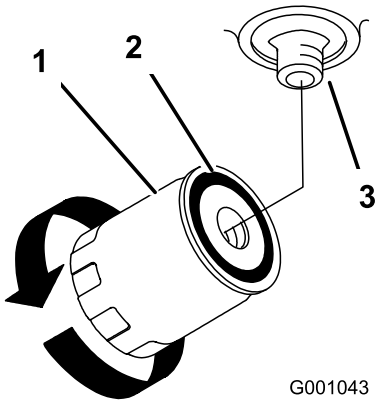

Figur 69
3. Stryk på ett tunt lager hydraulolja på utbytesfiltrets gummipackning (Figur 69).
7. Fyll hydraultanken med hydraulolja tills den flödar över vid filtret, och vrid sedan oljefiltret medsols tills gummipackningen kommer i kontakt med filteradaptern. Dra sedan åt filtret ytterligare 1/2 varv (Figur 69).